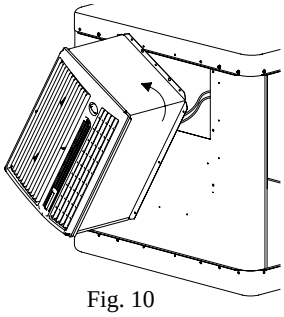

Fig. 10
3. Dé vuelta al conducto 90 grados a la izquierda (véase Fig 10). Tenga cuidado cuando da vuelta al conducto que no desconecta ni hace daño a los cables eléctricos que todavía están conectadas con el control y el panel delantero.